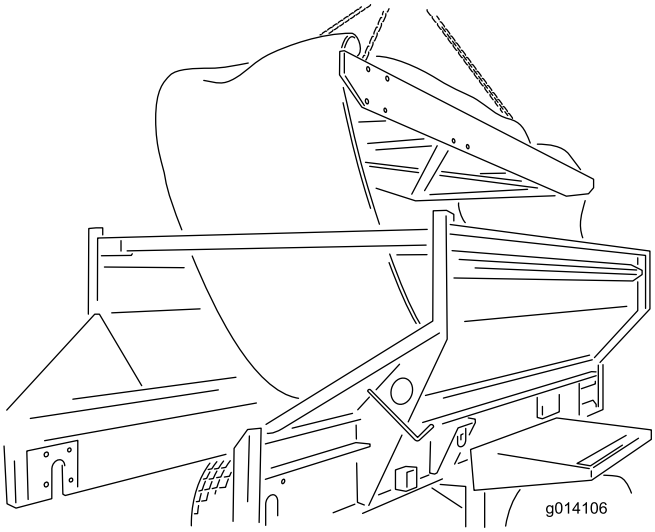

**Figur 49**
24. Afmonter indsatsen ved at løfte den ud fra toppen af maskinen. Anbring den på jorden (Figur 49).